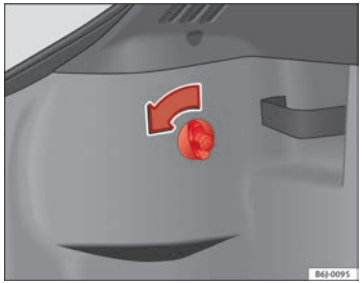

Fig. 176 Access to tail lights
– Turn the bolt in the direction of the arrow, by hand or with a screwdriver ⇒ Fig. 176.
– Remove the connector from housing (A) ⇒ Fig. 176.